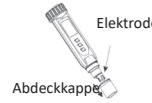

Bild 1
1. Entfernen Sie die untere Abdeckung (Bild 1), indem Sie die Verschlusskappe leicht gegen den Uhrzeigersinn drehen und anschließend den Deckel vom Messgerät abziehen. Es ist normal, wenn weiße Kristalle auf der Abdeckkappe oder auf der Elektrode vorhanden sind.
2. Beim Entnehmen der Probe achten Sie darauf, den Sauerstoffeintrag so gering wie möglich zu halten. Dies ist möglich, indem Sie einen kurzen Schlauch am Probehahn anschließen und s-förmig in das Messgefäß führen (sh. Bild 1). Bitte beachten Sie, dass, je nach Anlagengröße, der Vorlauf (ca. 1-2 Liter) nicht als Probe geeignet ist.